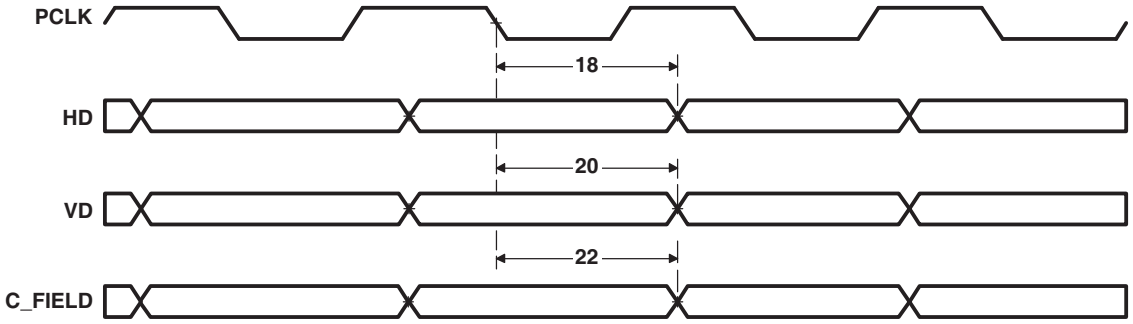

**Figure 6-22. VPFE (CCD) Master Mode Control Output Data Timing**
**Table 6-38. Switching Characteristics Over Recommended Operating Conditions for VPFE (CCD) Master Mode[1] (see Figure 6-22)**